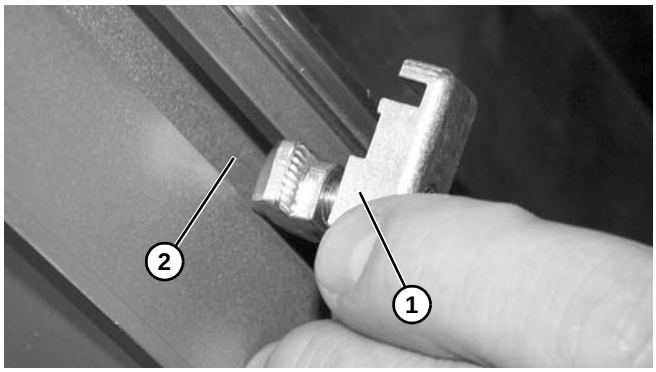

Figure 33
1. Placer les attaches de guidage **(Figure 33, élément 1)** dans les rainures en T du convoyeur **(Figure 33, élément 2)** comme illustré.